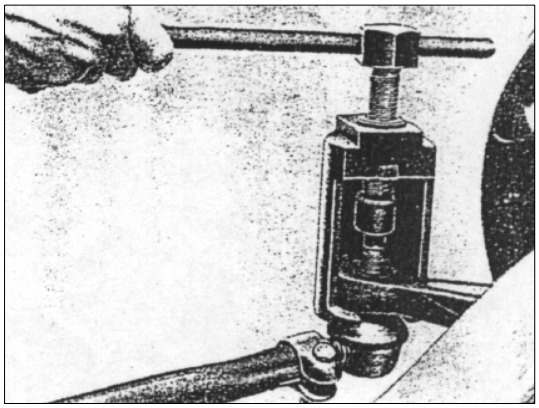

РИС. 287
3) Используя съемник 312 589 0633 или 2654 5890 3304, снимите палец шарового шарнира поперечной рулевой тяги из рулевой сошки (см. рис.287).
2) Используя съемник 312 589 0633 или 2654 5890 3304, выпрессуйте шаровые пальцы из рулевых сошек (см. рис.287).